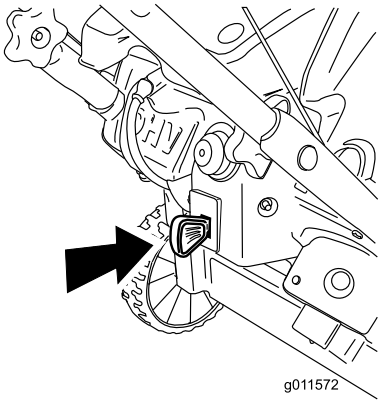

Rysunek 15
1. Wsuń kluczyk zapłonu do oporu do pozycji On (Rysunek 15).